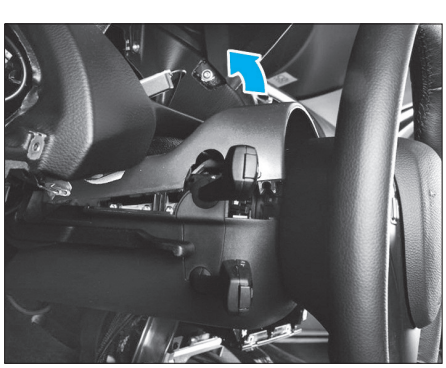

Fig. 49
• Dissocier l'habillage supérieur de l'inférieur **(Fig.49)**.